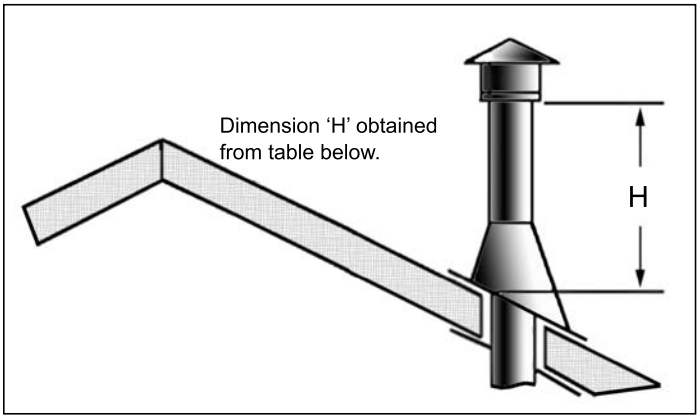

**Figure 30: Height of Vertical Termination; Reference Table 7.**
**STEP 8.** Continue to add pipe sections until the height of the vent cap meets the minimum code requirements. Refer to Figure 30 and Table 7. Note that for steep roof pitches, the vent height must be increased. In high wind conditions, nearby trees, adjoining roof lines, steep pitched roofs, and other similar factors can result in poor draft, or down drafting. In these cases, increasing the vent height may solve the problem.